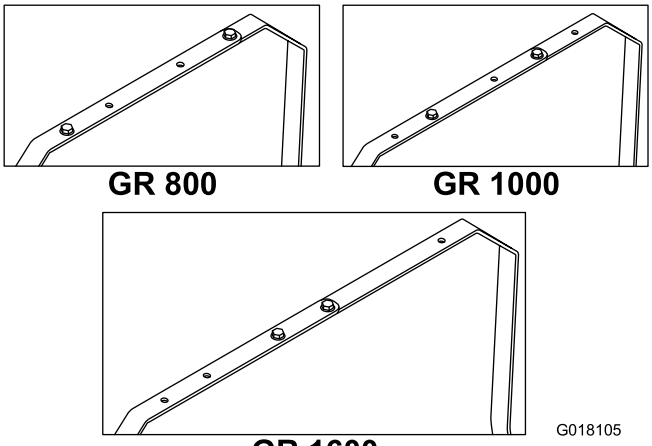

Figura 1
6. Sujete las dos barras entre sí usando dos pernos (5/16 x 1 pulgada), 2 arandelas y 2 tuercas con arandela prensada en los taladros correspondientes a cada modelo, según se muestra en Figura 1.